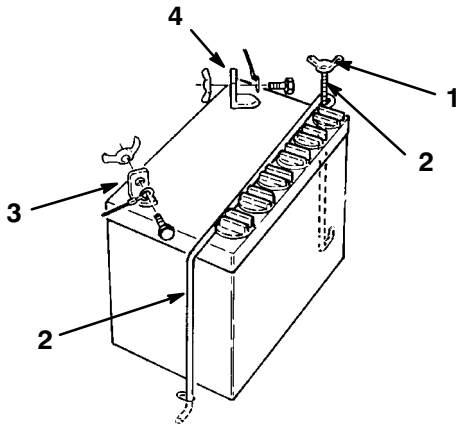

Bild 20
3. Klemmen Sie das Minuskabel (schwarz) vom Batteriepol ab (Bild 20).
4. Schieben Sie die Gummiabdeckung am Pluskabel (rot) nach oben. Klemmen Sie das (rote) Pluskabel vom Batteriepol ab (Bild 20).
5. Entfernen Sie die Flügelmutter, mit der die Batterieklemmen am Chassis der Zugmaschine befestigt werden (Bild 20).
3. Schließen Sie das Pluskabel (rot) mit der Schraube und Flügelmutter am (+) Pluspol an (Bild 20). Schieben Sie die Gummiabdeckung über den Batteriepol.
4. Schließen Sie das (schwarze) Minuskabel mit der Schraube und Flügelmutter am (-) Minuspol an (Bild 20).